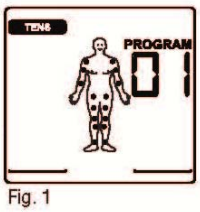

Fig. 1
• Press the **MENU** button to activate the TENS program (Fig. 1, example of a TENS display) and press the **ENTER** button to confirm your selection.
• Select the desired impulse frequency using the **UP/DOWN** buttons and press the **ENTER** button to confirm (Fig. 1, example shows an impulse frequency of 100 Hz).